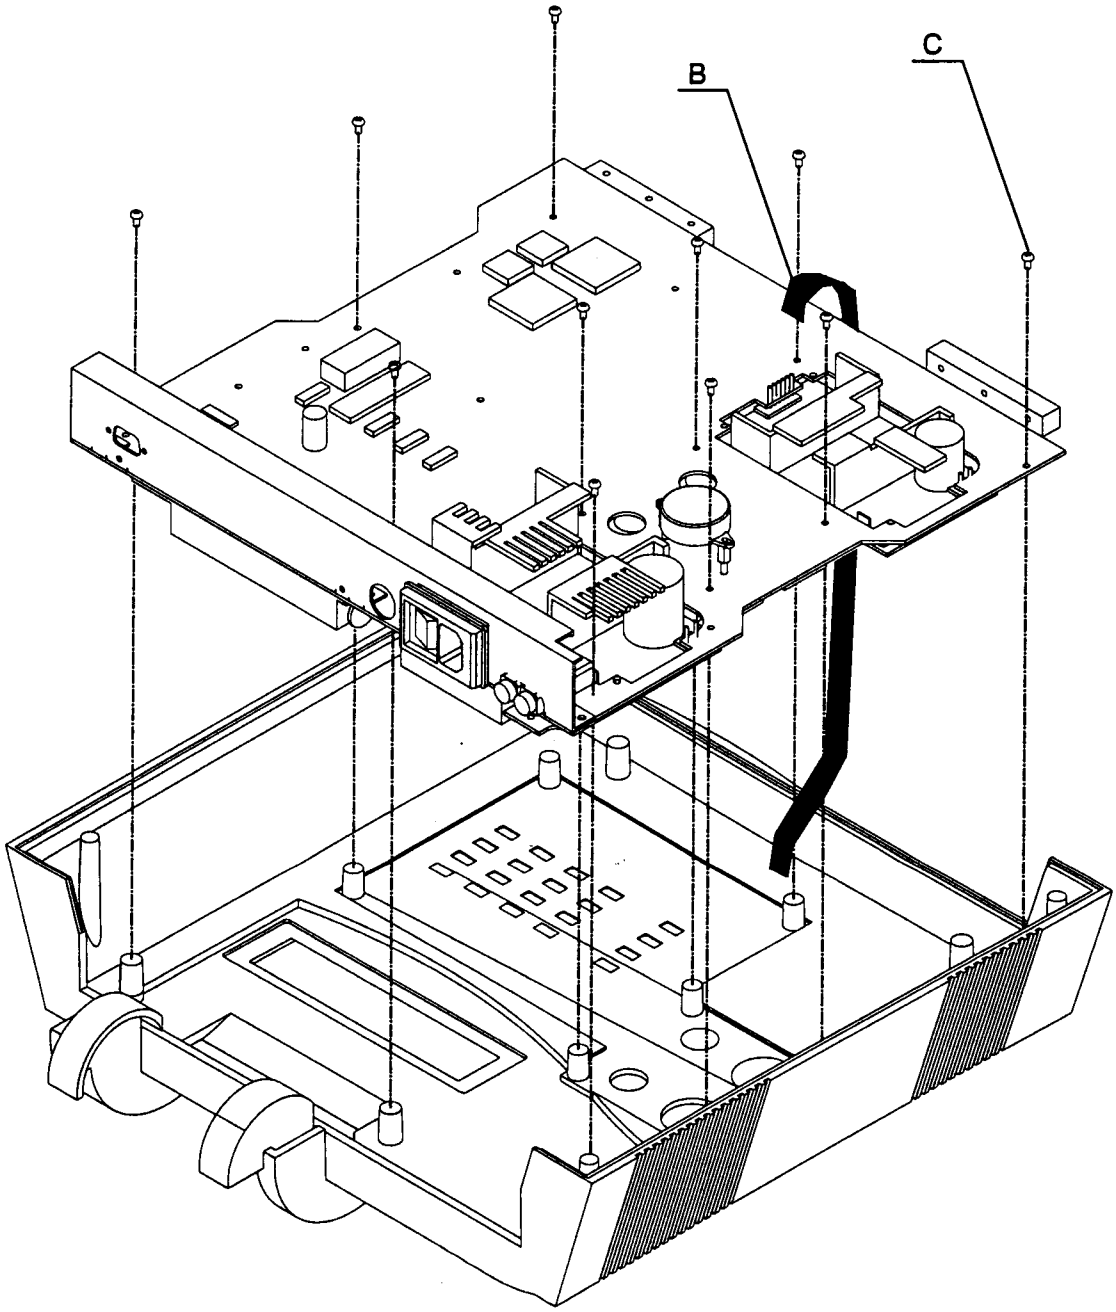

Fig. 2 - Upper cover
- **Lift** the keyboard cable connector (**"B"** mark, Fig. 2) to release the cable then remove this cable;
- **Remove** the 11 fixation screws (**"C"** mark, Fig. 2) of the equipped Mother PC board;